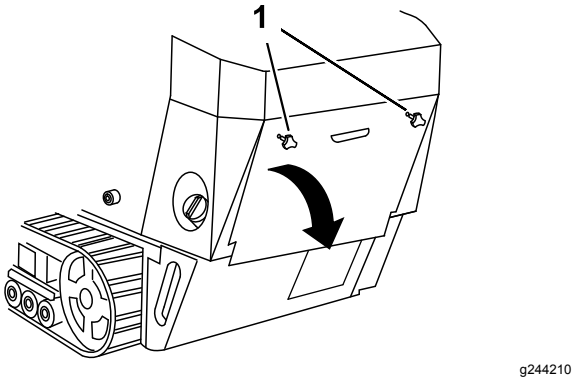

Figur 26
1. Skruva loss de bägge handrattarna som fäster den bakre åtkomstpanelen vid maskinen (Figur 26).
2. Luta den bakre åtkomstpanelen nedåt och ta bort den så att du kommer åt de inre delarna (Figur 26).